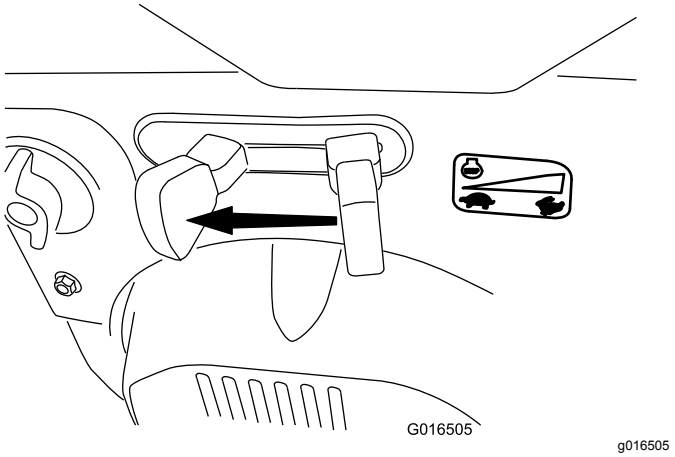

Rysunek 25
1. Ustaw przepustnicę w pozycji WOLNO, a następnie w pozycji STOP (Rysunek 25). Silnik można również wyłączyć, przestawiając kluczyk zapłonu do położenia środkowego.